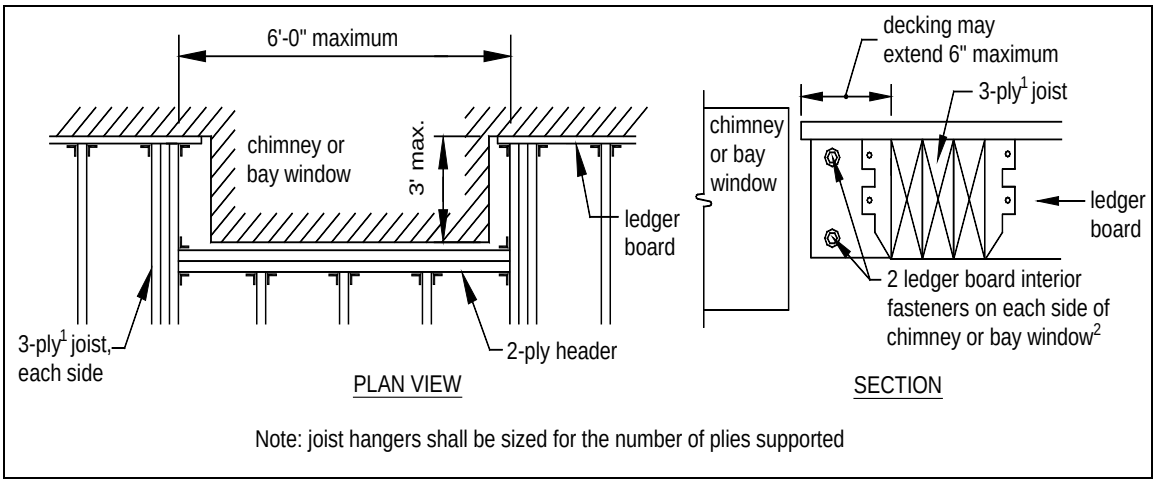

FIGURE 21: REQUIREMENTS FOR FRAMING AT CHIMNEY OR BAY WINDOW
[1] Additional interior fasteners are required at chimney or bay window; see FIGURE 21.
All framing at a chimney or bay shall be constructed in accordance with FIGURE 21 and the requirements below.
- Joist hangers shall be specifically designed to accommodate the number of members identified in FIGURE 21.